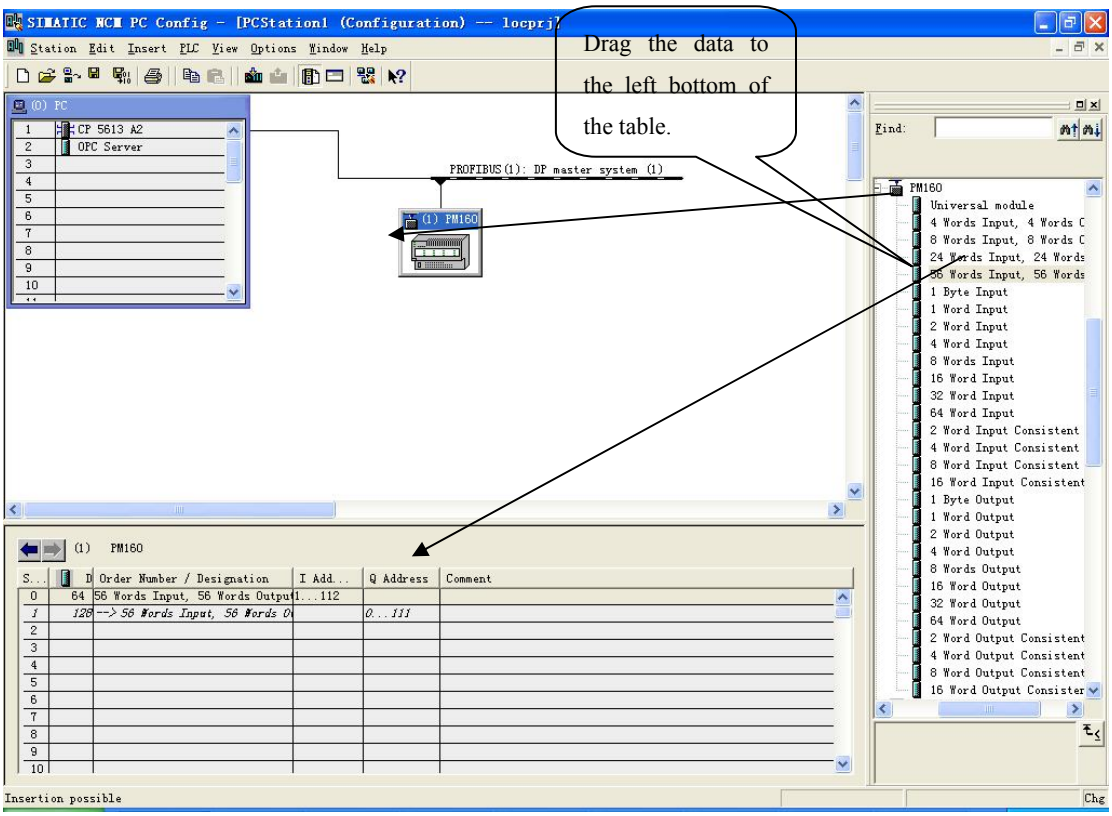

Figure 10
11. Put configuration into Profibus-DP network, and map the input and output data block into other controller's memory; Figure 10: